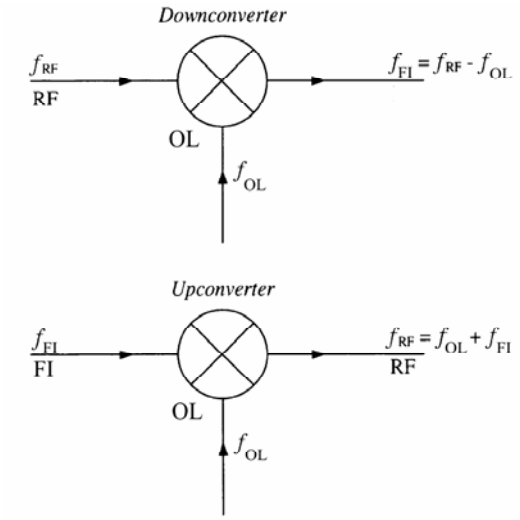

Fig.1.22. Downconverter şi Upconverter
Sensibilitatea unui receptor de RF/microunde poate fi mult înbunătățită utilizînd principiul heterodinei, pentru a evita zgomotul în 1/f. În sistemele heterodină, banda inițială a semnalului este translatată în jurul unei frecvențe mai mari, iar procesul este inversat la recepție. Conversia de frecvență este realizată într-un dispozitiv numit *mixer*. În cazul unui mixer "downconverter", figura 1.22, semnalul recepționat de RF este mixat cu semnalul unui oscilator local (OL) pentru a genera un semnal diferență, numit semnal de frecvență intermediară (FI). Semnalul de FI poate fi amplificat şi/sau detectat/demodulat. El mai poate suferi şi o altă conversie înainte de a fi detectat sau demodulat. Mixerul "upconverter", fig. 1.22, este utilizat pentru a genera un semnal de RF plecînd de la semnalul de joasă frecvență purtător al informației.